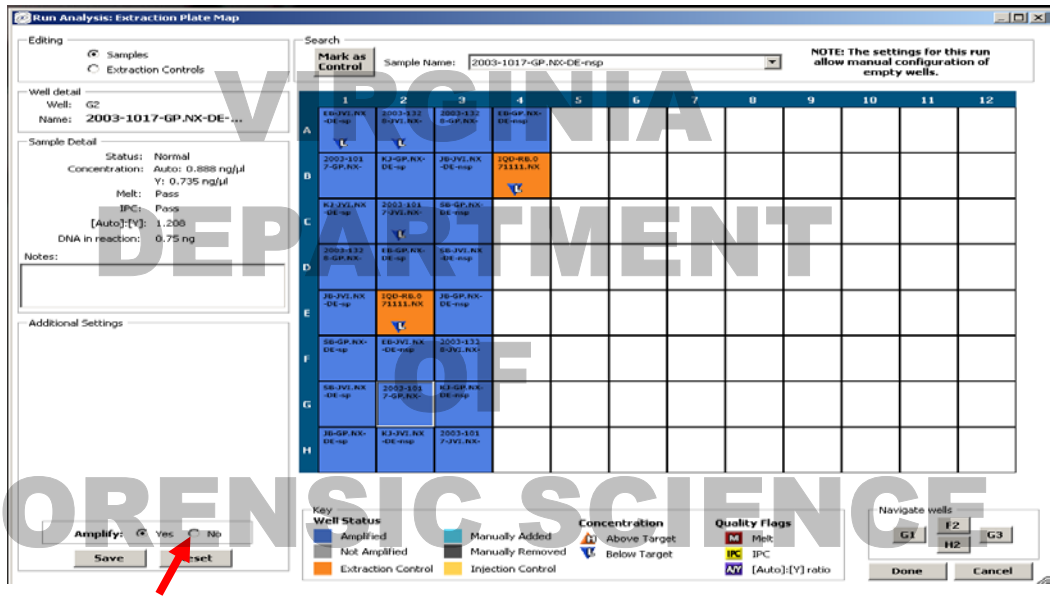
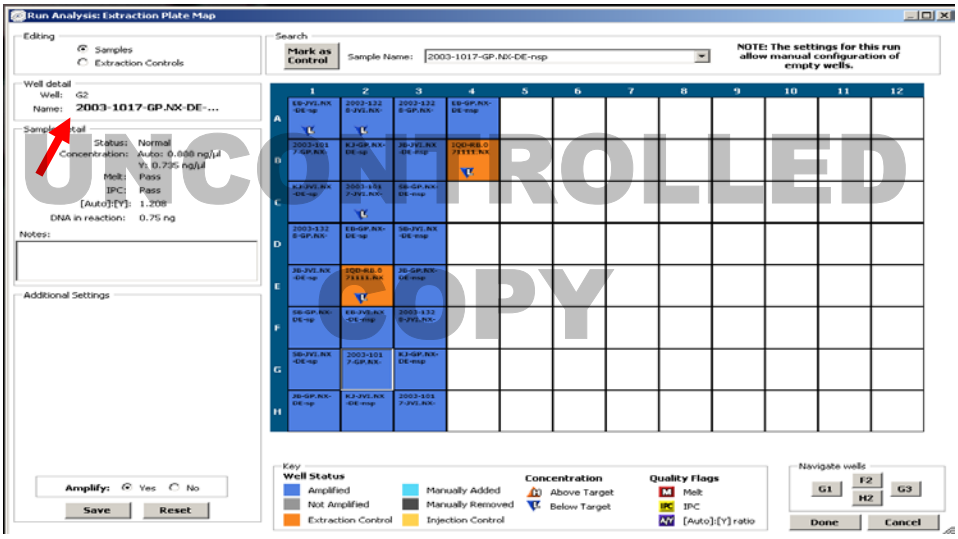

Figure 8. Extraction plate detailed information.
Figure 9. Manually adding samples to a plate of samples
5.4.9 The Plexor HY quantitation data can be reviewed for each well individually by clicking on the well. The detailed information shows up on the left-hand side of the screen as shown in Figure 8. It is at this step that manually added samples are included (such as those samples that were manually extracted and quantitated). See Figure 9 for additional instruction on manually adding samples to a plate. Samples can also be excluded from normalization and STR setup at this point by highlighting the sample and selecting "No" where it says Amplify (red arrow in Figure 8). Click Save. If no samples need to be added to the plate, then click "Done", otherwise go to step 5.4.10 and see Figure 9 for instruction on adding samples to the run.
5.4.10 Click on the well where the sample has been manually added. The well detail box (red arrow) will now open a line for entering in the sample name (see the left side of Figure 9). The sample detail box will now allow for concentration information also to be entered. The dilution factor will be automatically calculated unless it is specified by the user. Once the information has been entered for a sample, click on save and move onto the next well for manual addition. Once all of the information for the manual samples has been entered and saved, click Done.